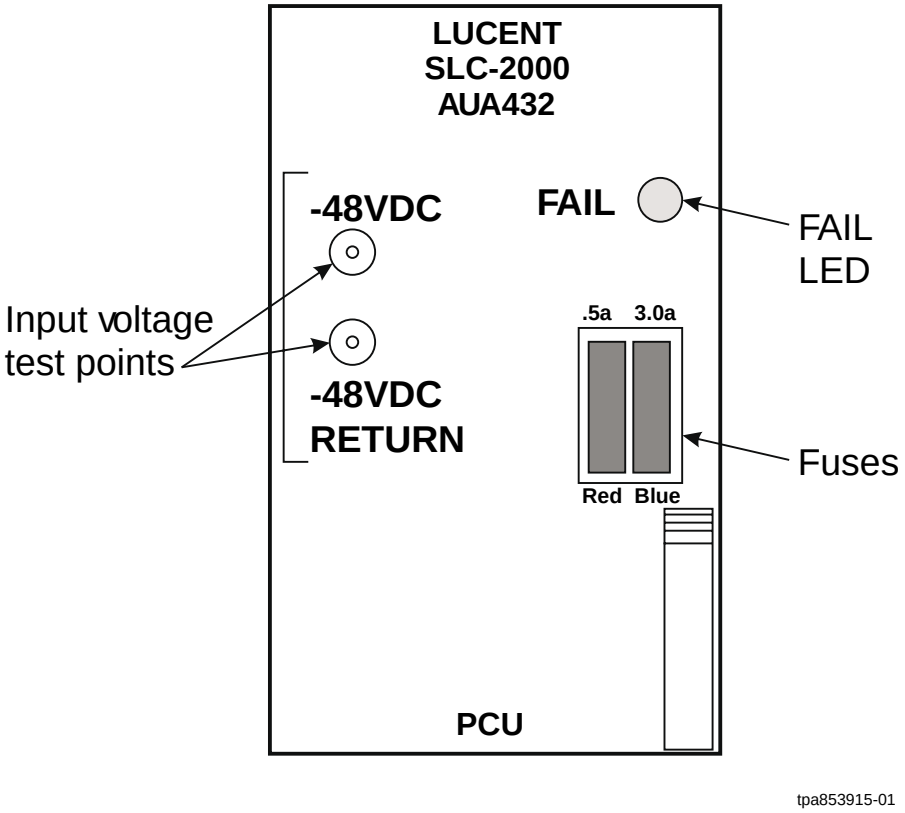

Figure 2 – –48 V DC AUA432 PCU
12. Measure voltage at test points –**48VDC** and –**48VDC RETURN** (Figure 2).